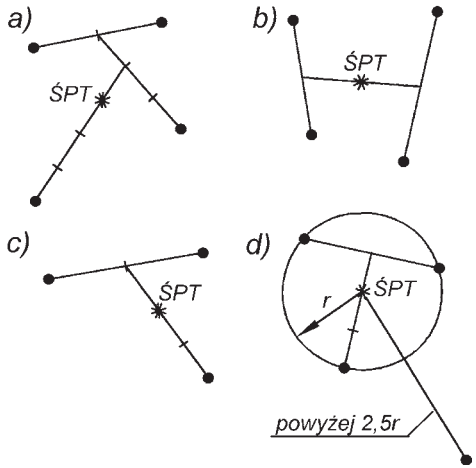

Rys. 102. Określanie średniego punktu trafienia:
- połączyć linią punkt znajdujący się najbliżej dwóch pierwszych przestrzelin z czwartą przestrzeliną podzielić powstały po połączeniu odcinek na cztery równe części. Punkt podziału znajdujący się na odcinku najbliższej trzech pierwszych przestrzelin jest średnim punktem trafienia *(rys. 102 a)*.
Położenie średniego punktu trafienia można również określić w inny sposób: połączyć przestrzeliny parami, następnie połączyć środki odcinków łączących pary przestrzelin i otrzymany w ten sposób odcinek podzielić na połowę. Punkt podziału jest średnim punktem trafienia *(rys. 102 b)*. Jeżeli wszystkie cztery przestrzeliny nie mieszczą się w kręgu o średnicy 15 cm, to średni punkt trafienia można określić według trzech najbardziej skupionych przestrzelin pod warunkiem, że odległość czwartej przestrzeliny od średniego punktu trafienia z trzech przestrzelin przekracza 2,5 promienia okręgu obejmującego te trzy przestrzeliny *(rys. 102 d)*.
- połączyć otrzymany punkt z trzecią przestrzeliną i podzielić na trzy części odległość między nimi. Punkt podziału znajdujący się najbliżej dwóch pierwszych przestrzelin jest średnim punktem trafienia *(rys. 102 c)*. W prawidłowym skupieniu karabinka średni punkt trafienia (ŚPT) powinien się pokrywać z punktem kontrolnym lub odchylać od niego w dowolnym kierunku co najwyżej 5 cm.